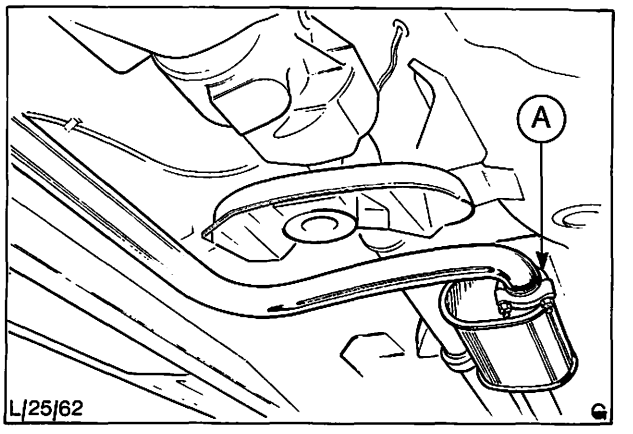

Abb. 15 (OHC-Motor) Vorschalldämpfer an Vorderrohr mit Klemmschelle
3. Halteflansch zwischen Vorderrohr und Vorschalldämpfer abbauen, Abb. 15 und 16.